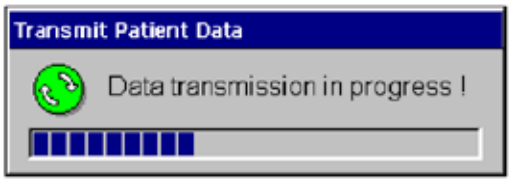

Figure IU-19, Transmit Patient Data
2. The window in Figure IU-19 will appear.